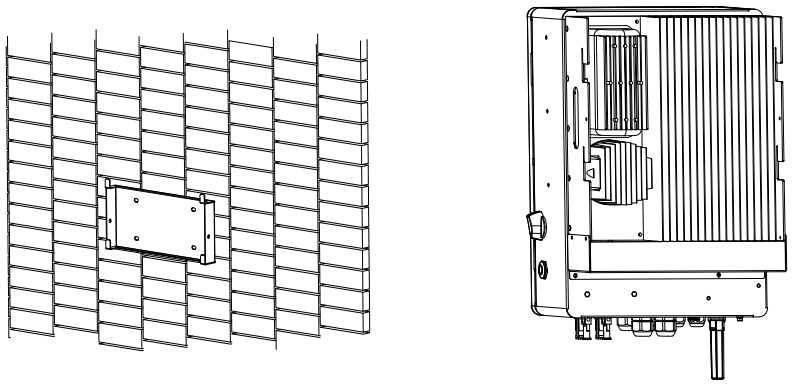

Figure 2.8 Drilling Position Diagram
- Select recommended drill bit, drill 4 holes 52-60 mm deep at marked positions (see Fig.2.8). Hammer expansion bolts into holes, fix rear cover onto bolts and tighten screws.
- Hold the device, align mounting holes with rear bracket, mount onto fixed rear cover (see Fig.2.8). Align side holes and fasten 4 bolts to finish installation.